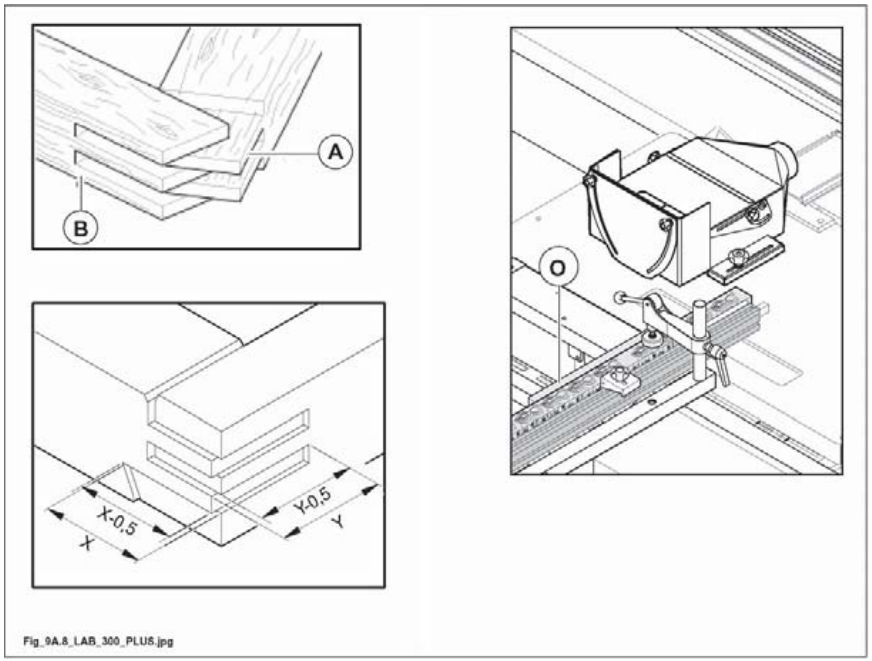

Abb. 9.8
Das Zapfenschneiden ist eine Kopffräsung (durch eine Ader), die ausgeführt wird, um Einspannungen zwischen dem Zapfenstecker (A Abb. 9.8) und der Zapfenbuchse (B Abb. 9.8) zu erhalten.
Für diese Bearbeitung den Schiebetisch verwenden: Zu diesem Zweck Zusatztisch OPT (O Abb. 9.8).
- *zapfentiefe 0,5 mm geringer als die Breite des Fensterstiels (X fig. 9.8) einstellen;*
- *schlitztiefe 0,5 mm geringer als die Breite der Sprosse (Y fig. 9.8) einstellen.*